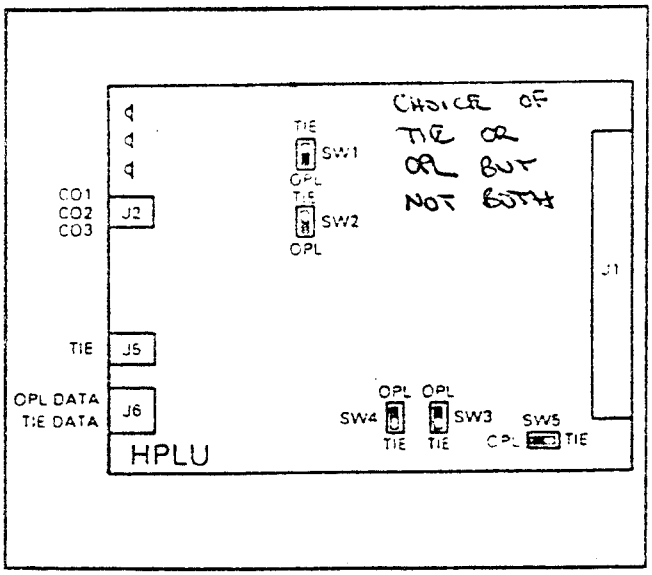

FIGURE 21—HPLU SWITCHES
06.72 The HPLU is also a fully functional CO line PCB that is similar in operation to the HCOU. The HPLU serves both the HOLB and HTIB external modules; for HOLB operations, switches **SW1 - SW5** must be set to the OPL positions (see Figure 21).
06.92 The HPLU is also a fully functional CO line PCB that is similar in operation to the HCOU. The first TIE line requires CO line circuit 1 on the HPLU and the second TIE line requires CO line circuit 2 (SW1 - SW5 to "TIE" — see Figure 21). CO line circuit 3 is always available to support incoming CO line operation. If only one TIE line is installed at the HTIB supported by the HPLU, CO line circuit 2 is also available for CO line operation (SW1, 3, 4 and 5 to "TIE", SW2 to "OPL" — see Figure 21). Incoming CO lines are connected to the CO1, CO2, CO3 (J2) connector on the HPLU by a 6-wire modular cable.